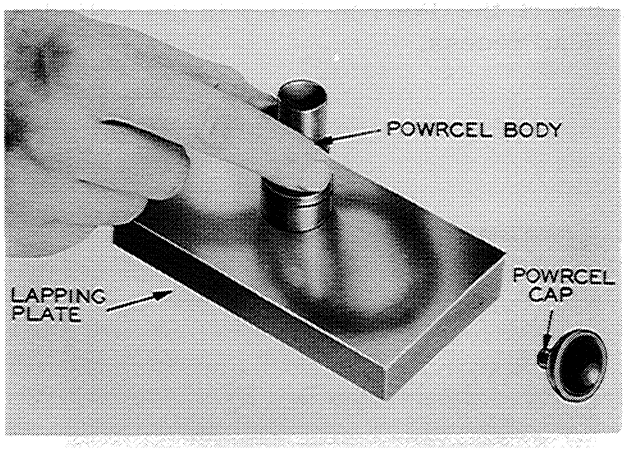

Figure I-49. Cleaning Powrcel Body on a Lapping Plate
d. Moving the Powrcel part smoothly and steadily as if you were writing a "Figgure 8", clean the lapped surfaces of the cap and body as shown in Figures I-49 and I-50. The lapped surfaces should be cleaned until all carbon or discoloration is removed and a polished "mirror" surface is obtained.